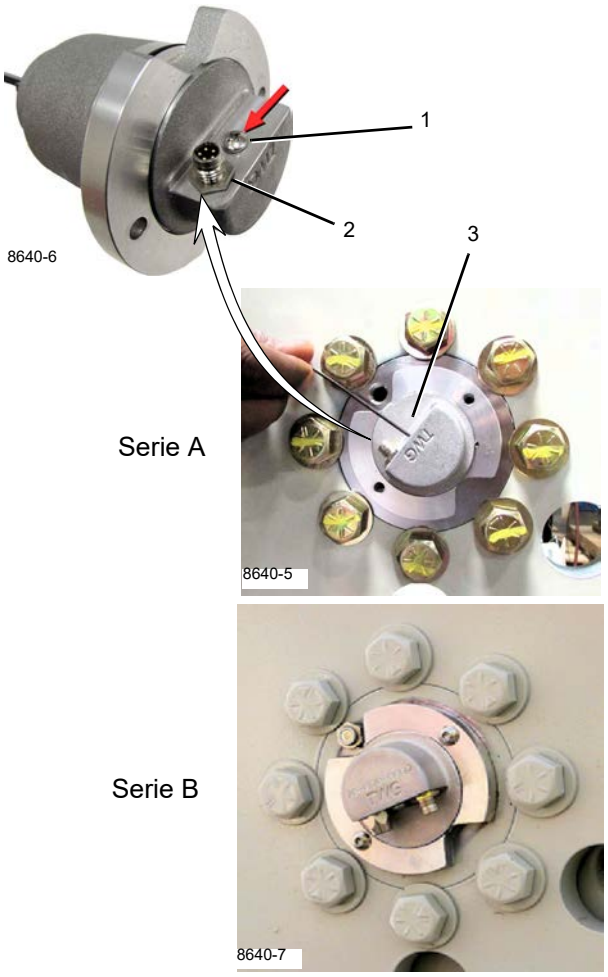

FIGURA 5-8
2. Desconecte la alimentación del MWI desconectando el cable del DRI (2, Figura 5-8).
3. Retire el tornillo de la cubierta del botón de programación del Sistema de monitoreo del malacate (HMS) (1, Figura 5-8) en el DRI.
4. Presione y mantenga presionado suavemente el botón de programación (3, Figura 5-8) y retorne la alimentación al MWI volviendo a conectar el cable del DRI.
NOTA: Mantener presionado el botón durante más de 15 segundos pone el HMS en modo de envío en las unidades de la serie A. (Vea la Figura 5-8). Vea Modo de envío para obtener información adicional.
NOTA: Si no se vuelve a instalar el tornillo de programación (1, Figura 5-8), se podría afectar el funcionamiento del MWI.
3. Retire el tornillo de la cubierta del botón de programación (1, Figura 5-8).